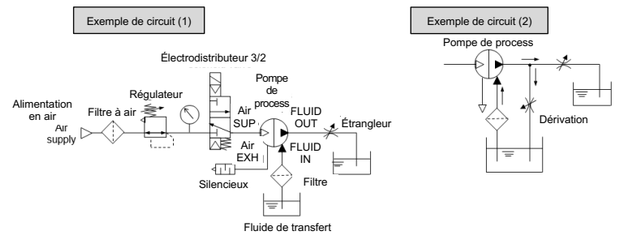

Fig. 2 : exemples de circuits à commande automatique
1. Pour régler le débit de l'orifice d'échappement <FLUID OUT>, utilisez l'étrangleur connecté au côté échappement. Reportez-vous à l'exemple de circuit (1) [Fig. 2].
2. Lors d'une utilisation avec un débit de refoulement inférieur à la plage de spécification, -réaliser un circuit de dérivation vers le bac d'alimentation pour assurer le débit minimum dans la pompe de process. Avec un débit de refoulement inférieur au débit minimum, la pompe de process pourrait s'arrêter en raison de l'instabilité de fonctionnement. Reportez-vous à l'exemple de circuit (1) [Fig. 2] (Débits minimaux : 56-PA3##0 1 l/min, 56-PA5##0 5 l/min).
Voir la [Fig. 2] pour des exemples de circuits.
<Démarrage et arrêt> Se référer à l'exemple de circuit (1) [Fig. 2].